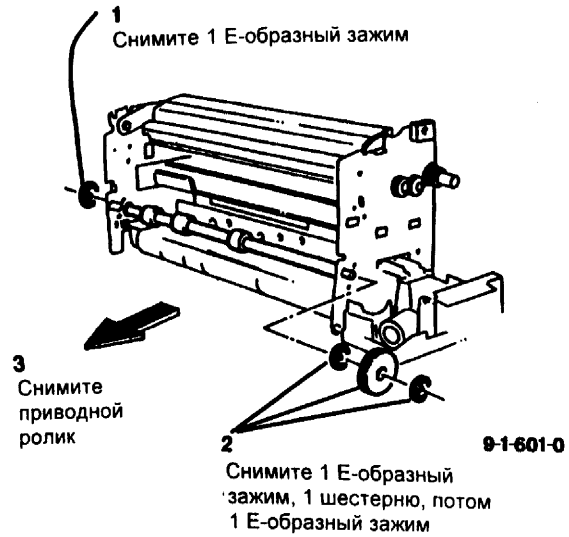

Рис. 4 Снятие ролика привода регистрации
5. (Рис. 4) Снимите ролик привода регистрации.